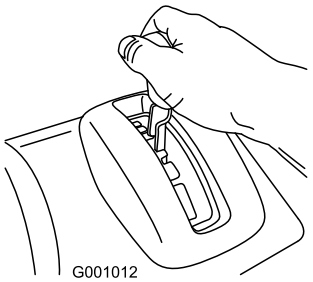

Rysunek 11
1. Ustaw dźwignię wybieraka biegów w żądanym położeniu, upewniając się, że zablokowała się ona w wycięciu (Rysunek 11).